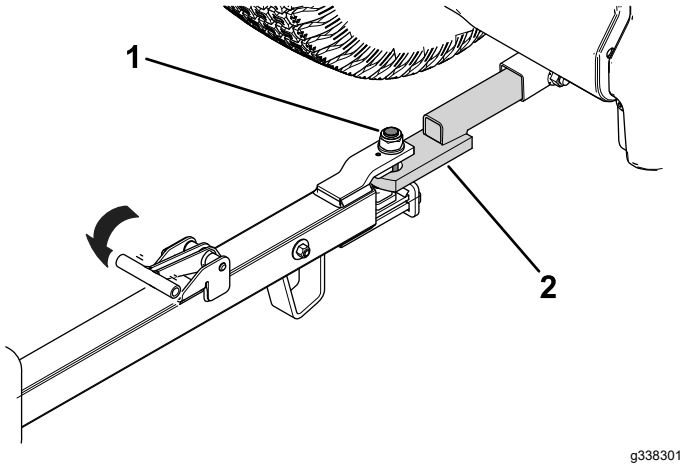

**Figuur 27**
2. Breng de pen van de koppelinrichting op een lijn met de trekhaak van het trekvoertuig (Figuur 27).
3. Laat de handgreep van de koppelinrichting los om de aanhangwagen vast te maken aan de trekhaak van het trekvoertuig (Figuur 27).